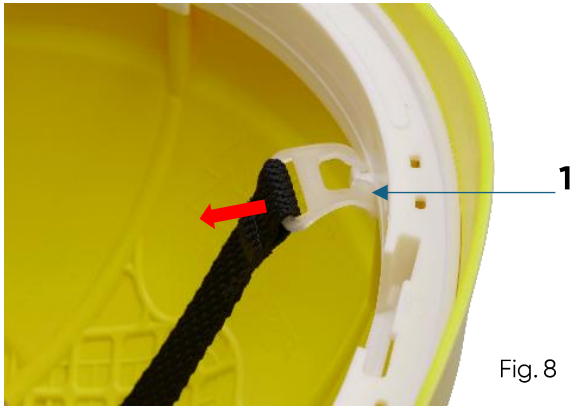

Fig. 8
To replace the chin strap (Fig. 8), grasp the strap anchor (1) and pull firmly to separate it from the helmet headband rim. Repeat this action for the remaining four anchors. Fit a new chin strap in place of the damaged one. To do this, place strap anchor (2) onto pin (3) in the rim, then pull upwards (Fig. 9) until the anchor locks into place (Fig. 10).